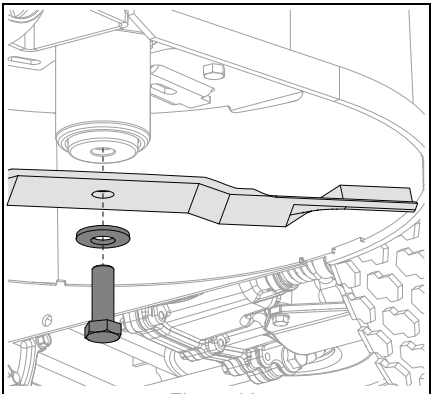

Figure 30
3. Remove hardware securing blades to spindles and remove blades. Retain all hardware for reinstallation. See Figure 30.
See Figure 30.